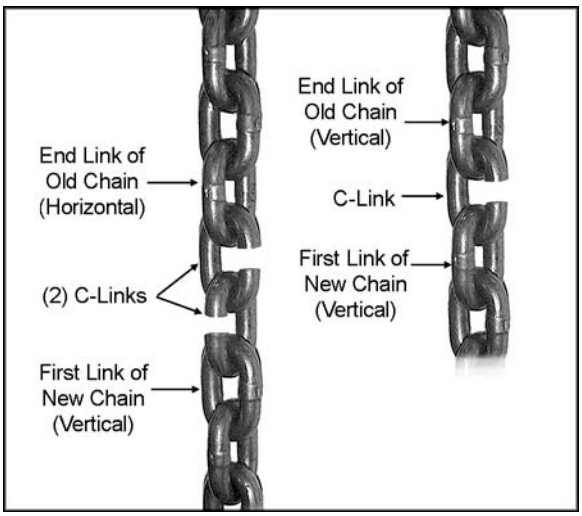

Figure 17
4. Using a C-link(s), connect the new chain to the old chain. If the end link of the old chain is horizontal, use two C-links. If the end link of the old chain is vertical, use one C-link See Figure 17. Using the correct number of C-links will properly orient the chain, and ensure that the first link on the load side end is a vertical link.